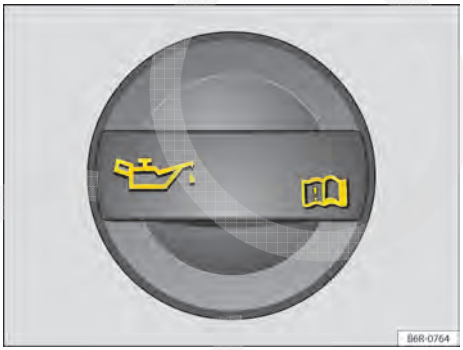

Fig. 125 No compartimento do motor: tampa da abertura para enchimento de óleo do motor.
4. Identificar a abertura para enchimento de óleo do motor e a vareta de medição do óleo. A abertura para enchimento do óleo do motor é identificada pelo símbolo na tampa → Fig. 125 e pela vareta de medição do óleo com a alça colorida. Se não estiver claro onde a tampa e a vareta de medição do óleo se encontram, procurar uma Concessionária Volkswagen ou uma empresa especializada.
9. Desrosquear a tampa do bocal de enchimento de óleo do motor → Fig. 125.